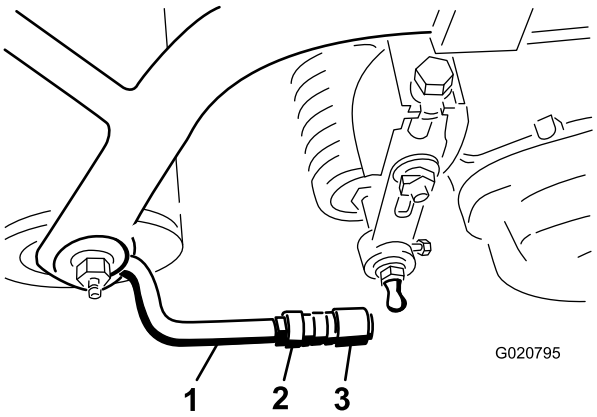

Bild 9
5. Richten Sie die Innensechskante der Kugelgelenke so aus, dass die offene Seite des Sechskants in Richtung Kugelbolzen zentriert ist. Ziehen Sie die Klemmmuttern fest, um die Innensechskante zu arretieren (Bild 9).